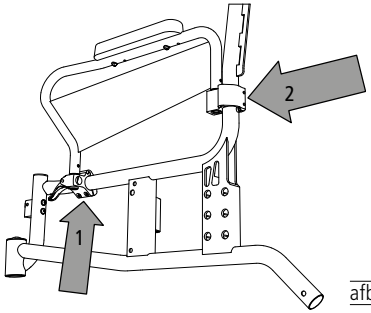

afb. 11
2. Draai beide inbusbouten van de voorste (1, afb. 11) en achterste (2, afb. 11) klem op het zijpaneel.